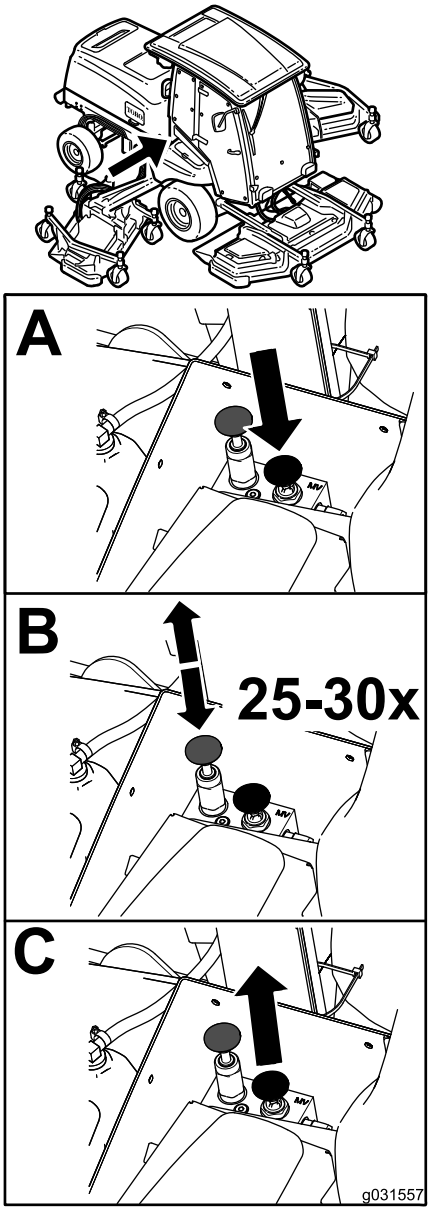

**Figur 76**
1. Omløbsventiler (2)
4. Udløs manuelt den automatiske parkerings-bremse vha. omløbsventilen og stemplet som vist i Figur 76.